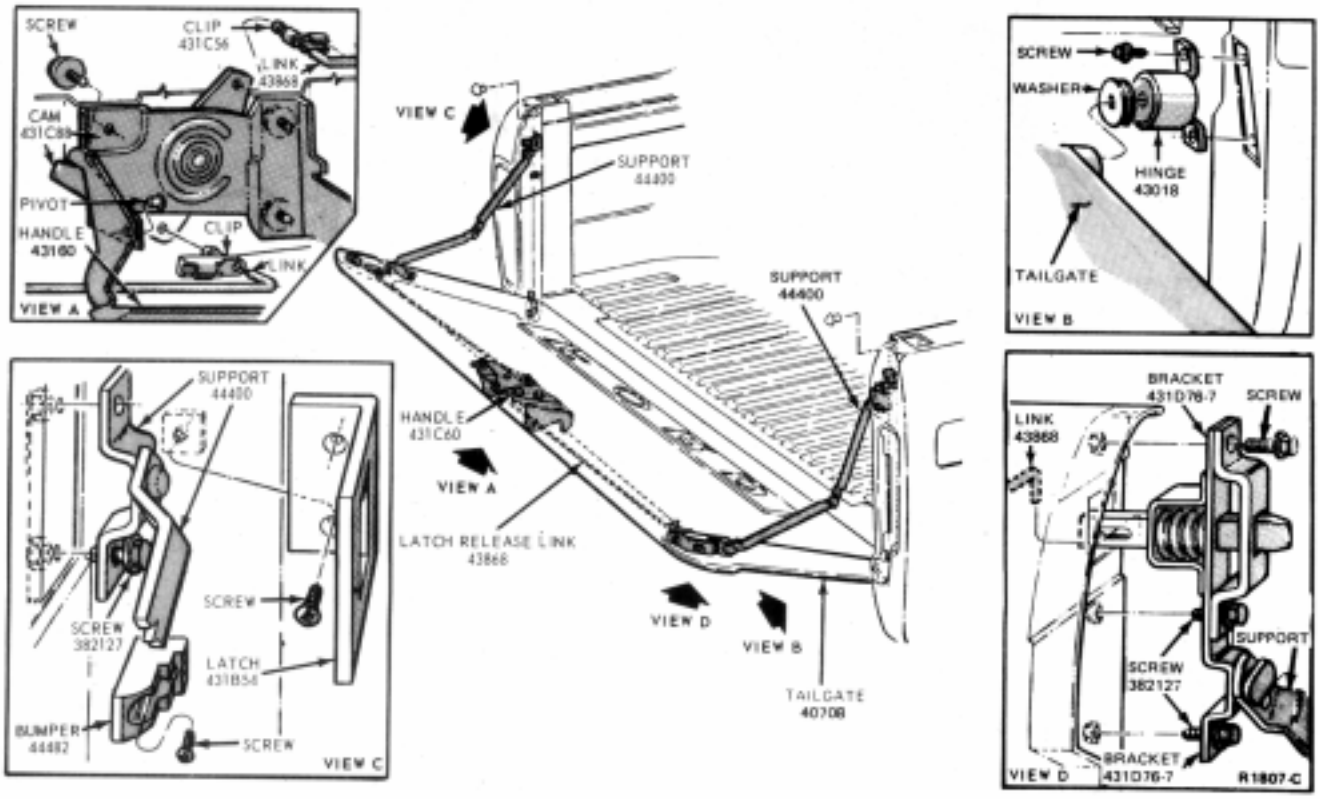

FIG. 1 Tailgate Installation—Styleside Pick-Up
1. Open the tailgate and remove two latch attaching screws and remove the latch (Fig. 1).
1. Open the tailgate and disconnect the tailgate support arm from the latch bracket assembly as shown in Fig. 1. Then, remove the two upper arm attaching screws.
Open and support the tailgate assembly and remove the hinge attaching screws on each side of the tailgate (Fig. 1). Then, carefully raise the lower portion of the tailgate upward and disengage it from the tailgate latch brackets. If a new tailgate is being installed, transfer all